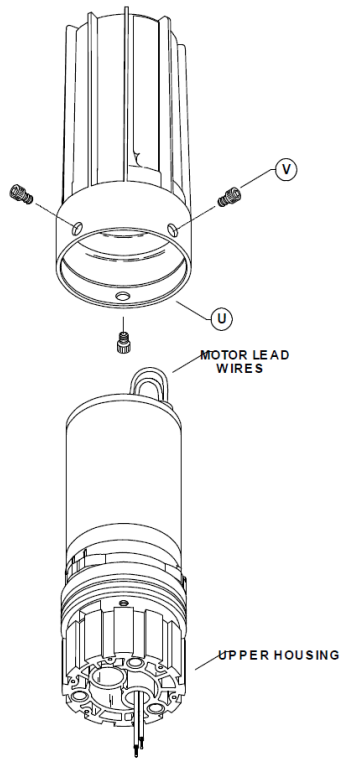

ABBILDUNG 13
6. Montieren Sie den Kanister (U) (Abb. 13).
7. Montieren Sie die Schrauben (V) (Abb. 13).